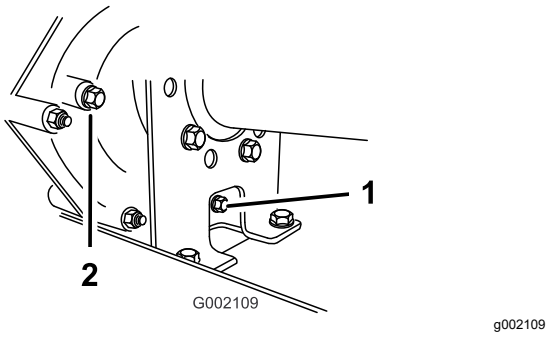
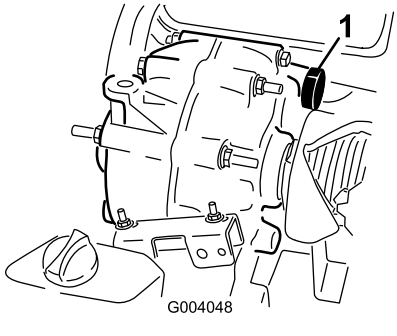

Figur 50
Figur 51
2. Rengjør området rundt fyllepluggen og tappepluggen med en klut (Figur 50).
4. Fjern fyllepluggen ved å rotere den mot klokken (Figur 50).
5. Fjern tappepluggen ved å rotere den mot klokken (Figur 50).
6. Monter og stram tappepluggen og pakningen i tappeplugghullet til drivverket (Figur 50).
7. Fyll beholderen (Figur 51) via fyllepluggghullet med ca. 1,4 liter angitt olje eller til oljenivået i drivverket er på linje med bunnen av gjengene. (Figur 50).
8. Monter og stram fyllepluggen og pakningen i fyllepluggh ullet til drivverket (Figur 50).
10. Sjekk væskenivået, og fyll på væske hvis nivået er under gjengene i fyllplugghullet (Figur 50).